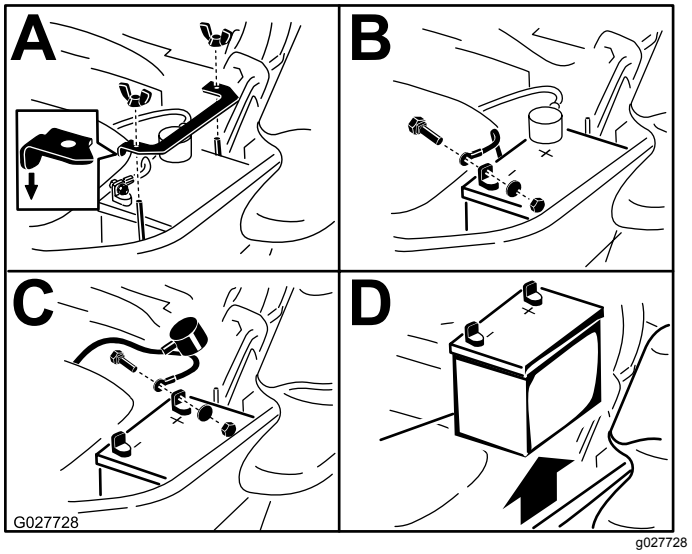

Figura 63
3. Retire la batería según se muestra en Figura 63.
Nota: Coloque la batería en la bandeja, con los bornes frente al depósito de aceite hidráulico (Figura 63).